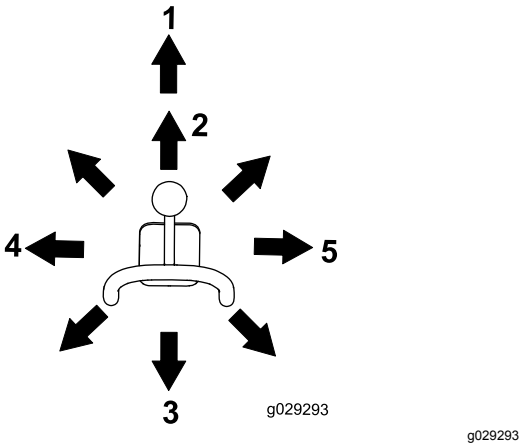

**Figuur 10**
- Om het werktuig naar voren te kantelen, beweegt u de hendel langzaam naar rechts (Figuur 10).
- Om het werktuig naar achteren te kantelen, beweegt u de hendel langzaam naar links (Figuur 10).
- Om de armen omlaag te brengen, beweegt u de hendel langzaam naar voren (Figuur 10).
- Om de armen omhoog te brengen, beweegt u de hendel langzaam naar achteren (Figuur 10).
- Om de armen omlaag te brengen naar de zweefstand, beweegt u de hendel volledig naar voren (Figuur 10).